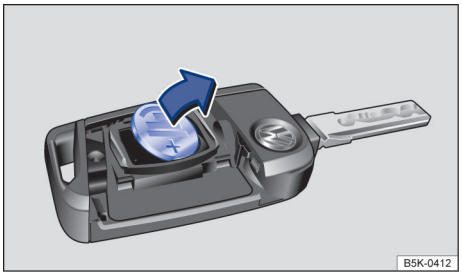

图 21 轿车钥匙：取出旧电池
- 用一合适的扁平器具从电池盒里撬出电池⇒图 21。
- 安放新电池，然后沿⇒图 21 箭头相反方向将其推入电池盒内⇒ⓘ。